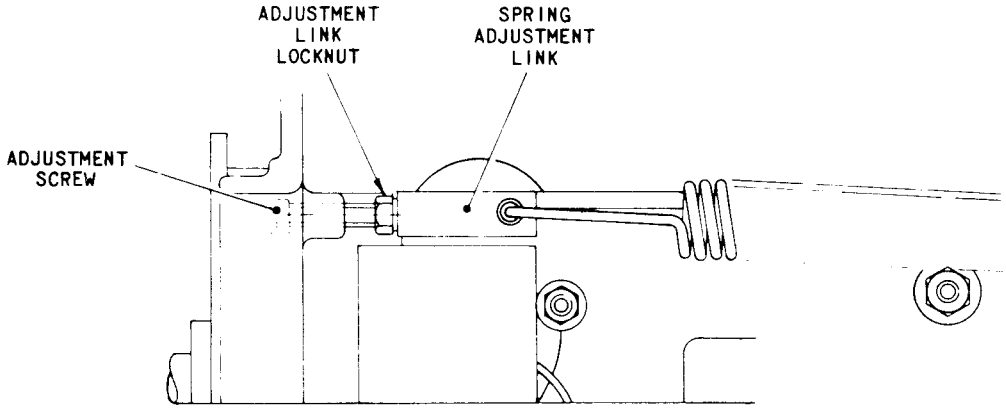

FIG.L.4 PRINT SPRING MECHANISM
2.2 To adjust, slacken the locknut of the spring adjustment link, Fig. L.4, and turn the adjustment screw until the correct tension is present. Tighten the locknut.